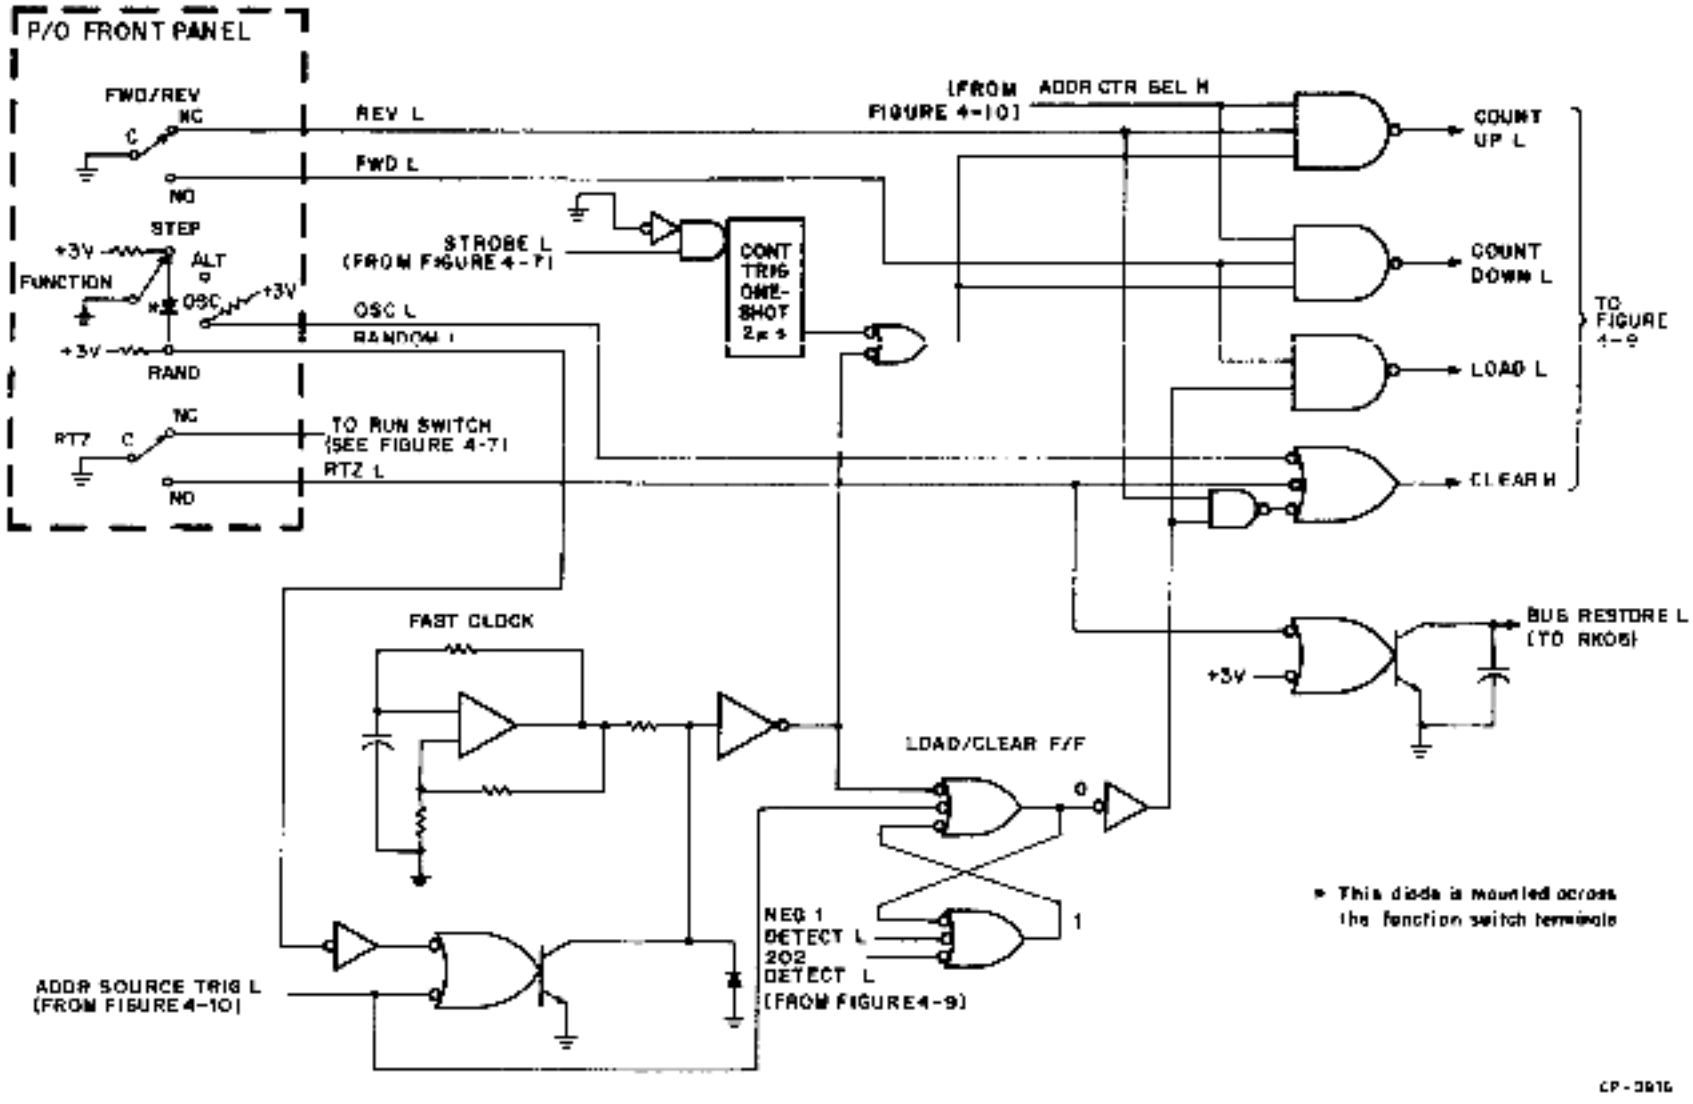

Figure 4-8 Address Counter Control Logic
4.3.2.2 Address Counter Control Logic — The address counter control logic (Figure 4-8) monitors the front panel switches and manipulates the address counter in accordance with the mode of operation selected: